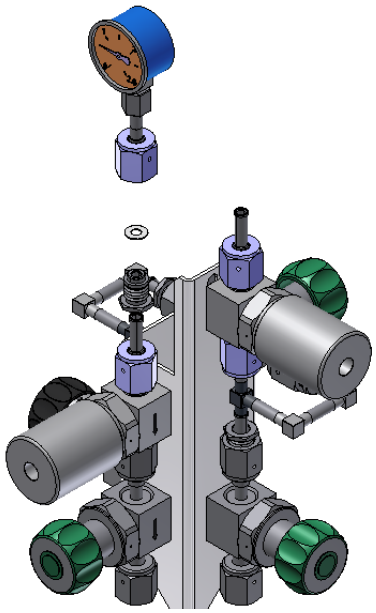

fig. 5.20
2. Disassemble the pressure gauge (*fig. 5.20*); store safely for other possible transport occasions, and connect to the plant line.